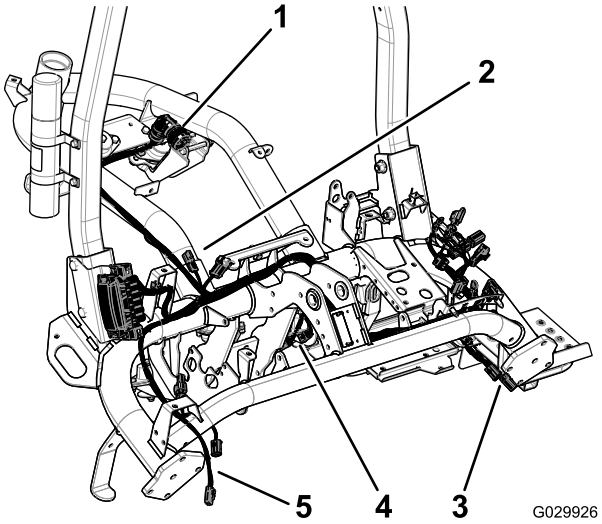

Figur 8
10. Anslut rätt terminaler till cylindermotorerna (Figur 8).